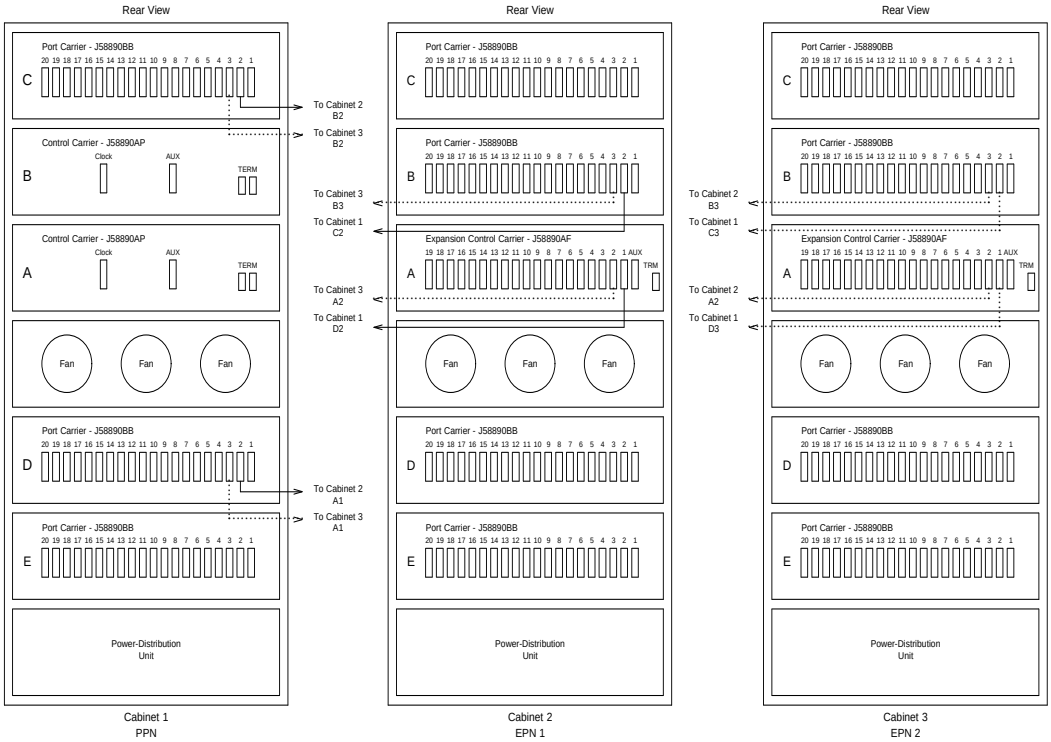
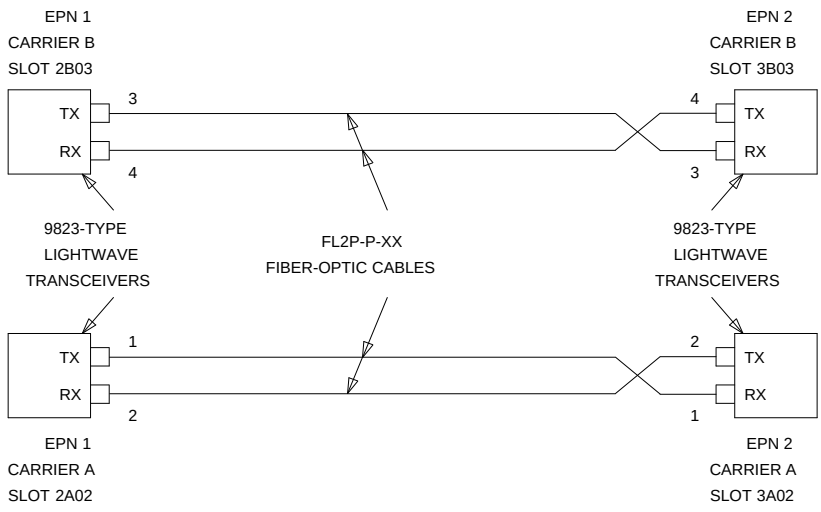

Figure 4-49. Critical-Reliability G3r V4 with Two or Three Port Networks
Figure 4-52. Fiber-Optic Connections EPN1 to EPN2
1. Behind port carrier C of PPN cabinet 1 (see Figure 4-49 through Figure 4-52):